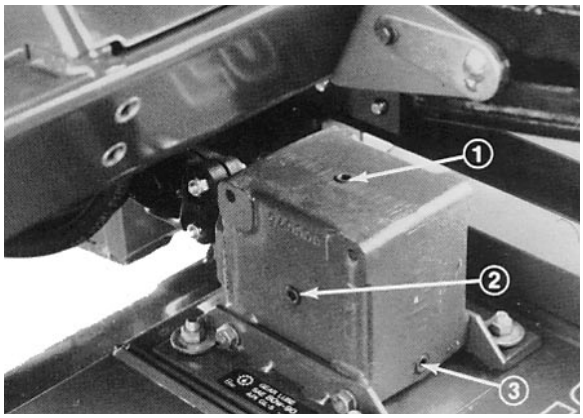

Fig. 4
2. Ta ut nivåpluggen på siden av gearkassen og forviss deg om at oljen når opp til underkant av hullet (fig. 4). Hvis nivået er lavt, må du ta ut påfyllingspluggen øverst på gearkassen og etterfylle til oljen kommer opp til underkant av hullet på siden.